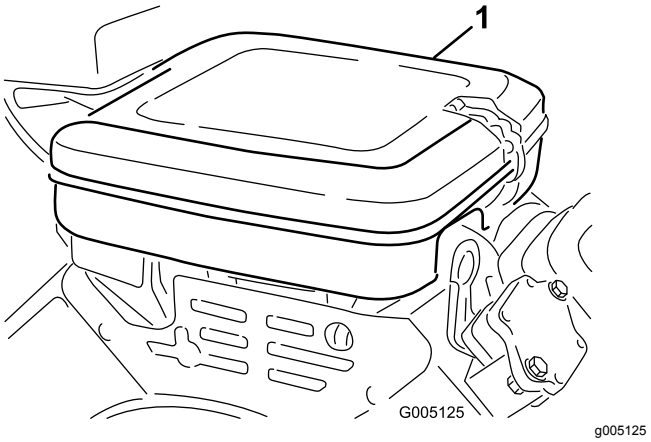

**Figur 24**
1. Rengør luftfilterdækslet (Figur 24).